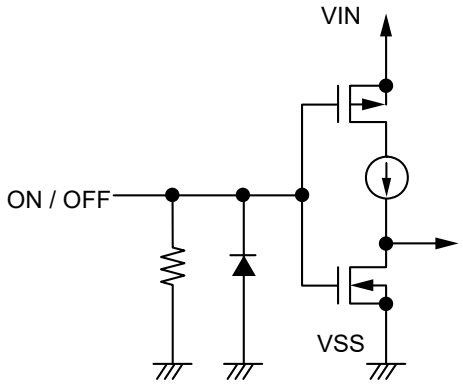
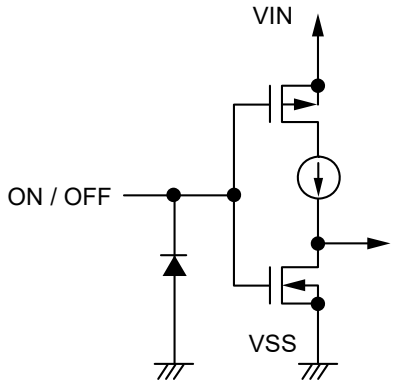

Figure 27 S-1335 Series A / C / E / G / J / L type
Figure 28 S-1335 Series B / D / F / H / K / M type
The ON / OFF pin is configured as shown in **Figure 27** and **Figure 28**.
***1**. Note that the IC's current consumption increases as much as current flows into the pull-down resistor of 2.2 MΩ typ. when the ON / OFF pin is connected to the VIN pin and the S-1335 Series A / C / E / G / J / L type is operating (refer to **Figure 27**).